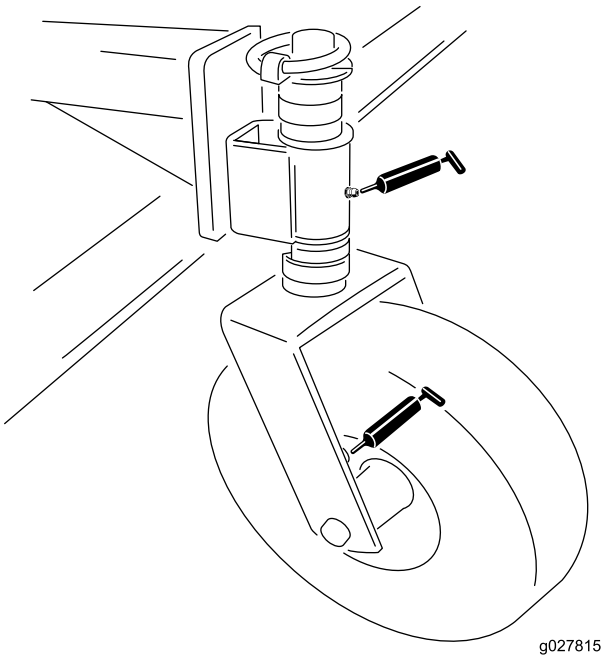

Figur 7
- Svänghjul (2 vardera) (Figur 7)